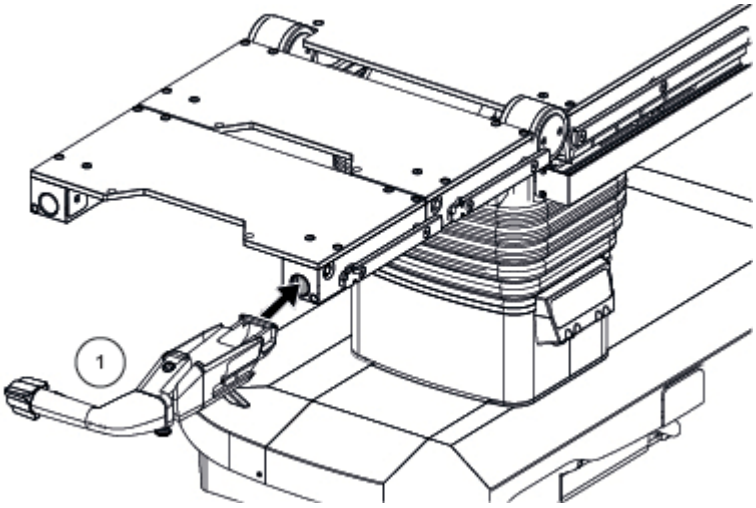

Figure 6-1. Insert the Motorized Transfer Handle
1. Place the motorized transfer handle (1) in the rail and ensure the clamping lever stays open. See *Figure 6-1*.